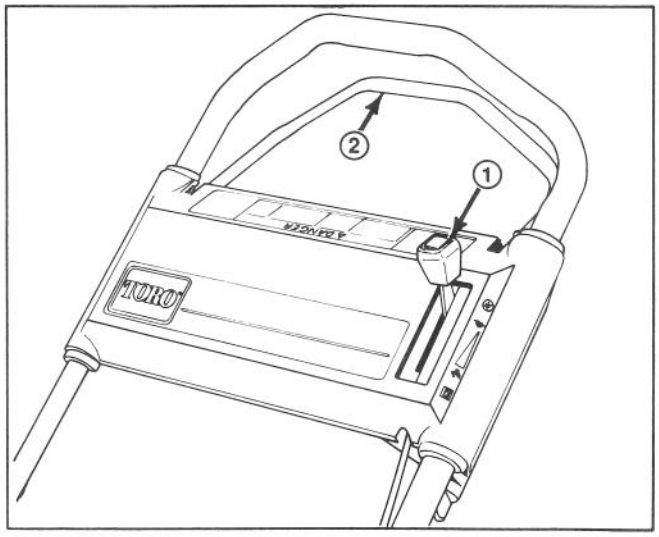
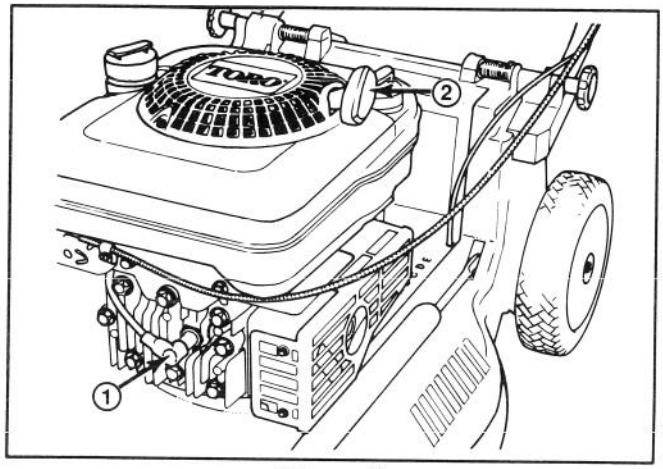
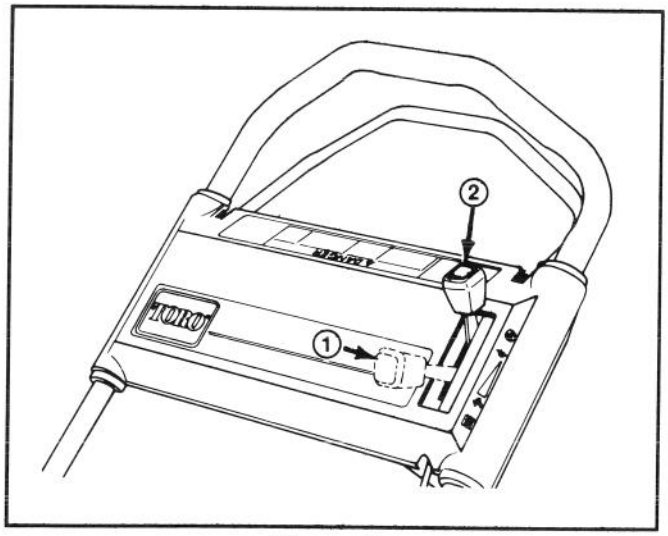

Figure 7
Figure 8
Figure 9
CONTROLS—Throttle and self-propel control bar (self-propelled model only) are on upper handle (Fig. 7). Recoil starter is on top of engine (Fig. 8).
1. Push spark plug wire onto spark plug (Fig. 8).
2. STARTING—Move throttle forward to CHOKE position (Fig. 9). Pull engine mounted recoil starter (Fig. 8) out until slack in rope is taken up. Then pull vigorously to start the engine. When engine starts, move throttle to FAST position or regulate engine speed as desired.
3. STOPPING (Fig. 9)—To stop engine, move throttle rearwards to ENGINE OFF position. Pull wire off spark plug if mower will be unattended or not used.
2. Move throttle control forward to FAST position (Fig. 7).